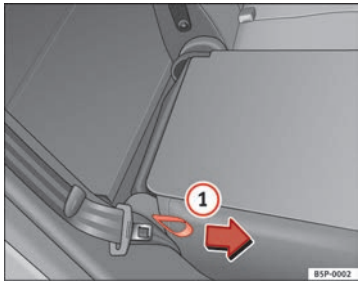

Fig. 98 Folding or opening the rear seat backrests
– Pull the loop on the side of the seat ⇒ Fig. 98 (1)